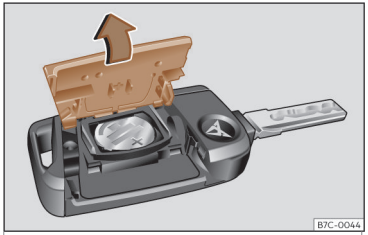

Fig. 67 Llave del vehículo: apertura de la tapa del compartimento para la pila.
- Retire la tapa en la parte trasera de la llave del vehículo>>> fig. 67 en la dirección de la flecha >>> ❗.
- Coloque la tapa tal como se muestra >>> fig. 67 y presiónela en la carcasa de la llave del vehículo en sentido contrario a la flecha hasta que encastre.